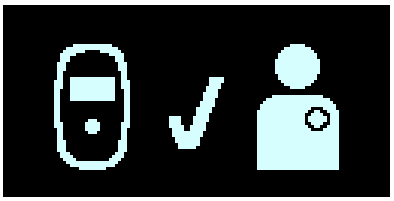

Figura 78: Tela de recarga/pareamento do GPI de sucesso
5. Quando o processo de pareamento estiver concluído, o Carregador Vesta emitirá 3 bipes curtos e exibirá a tela de pareamento com êxito do Carregador/GPI. **Consulte a Figura 78.**